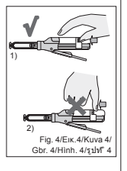

Fig. 4/Εικ.4/Kuva 4/ Gbr. 4/Hinh. 4/รูปที่ 4
3. Efter indsættelse af magasinet (fjern ikke beskyttelseshætten på magasinet) tryk på stempeludløseren indtil den stopper. (Fig. 4)
3. Efter laddning av patronen, (ta inte av locket på patronen!) för hävarmen för dosering framåt till stopp. (Fig. 4)
3. Depois de carregar o cartucho, empurre a alavanca de libertação para a frente até parar. (Fig. 4)